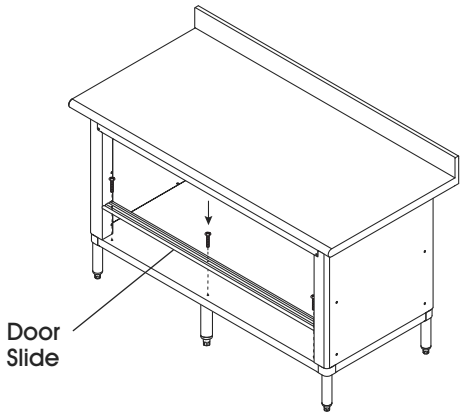

Figure 8
9. Place door slide between side panels at front of cabinet and line up with pre-threaded holes. Attach to cabinet shelf with three medium Phillips head bolts. (See Figure 8)